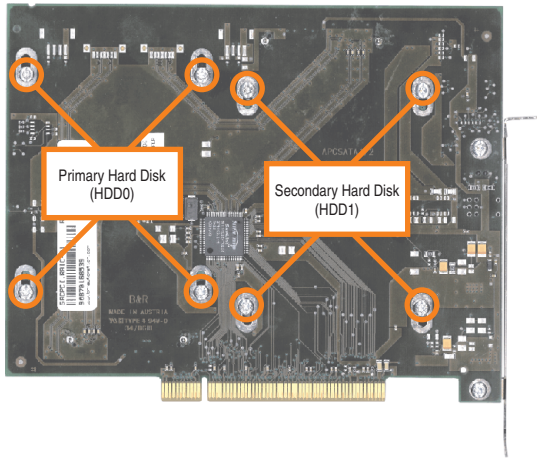

Figure 258: Screw assignment on the back side of the SATA RAID controller
- Loosen the 4 appropriate mounting screws (M3x5) - see Figure 258 "Screw assignment on the back side of the SATA RAID controller", on page 450.